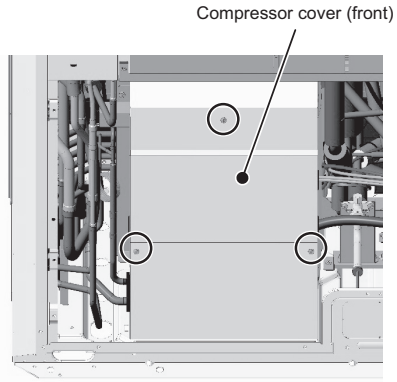

Figure 1
(1) Remove the front compressor cover by unscrewing the three screws. (See Figure 1.)